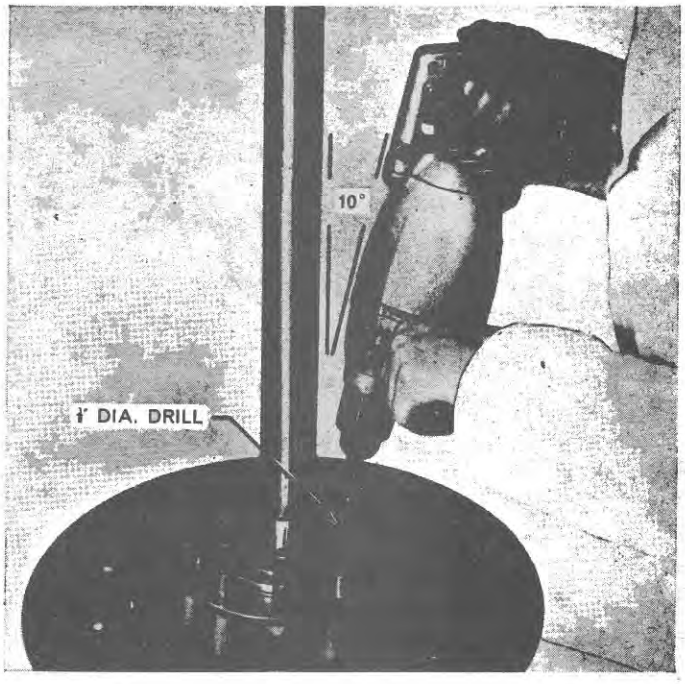

Figure 9
b. Drill a $\frac{3}{8}$ in. (9·53 mm) pilot hole at this point at an angle of approx. 10° to the vertical, Figure 9. Contact of the drill with the bearing will be indicated by an increase in the drill speed.